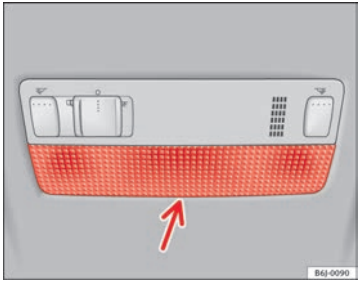

Fig. 165 Front reading light
– Insert a fine screwdriver between the casing and the glass ⇒ fig. 165.